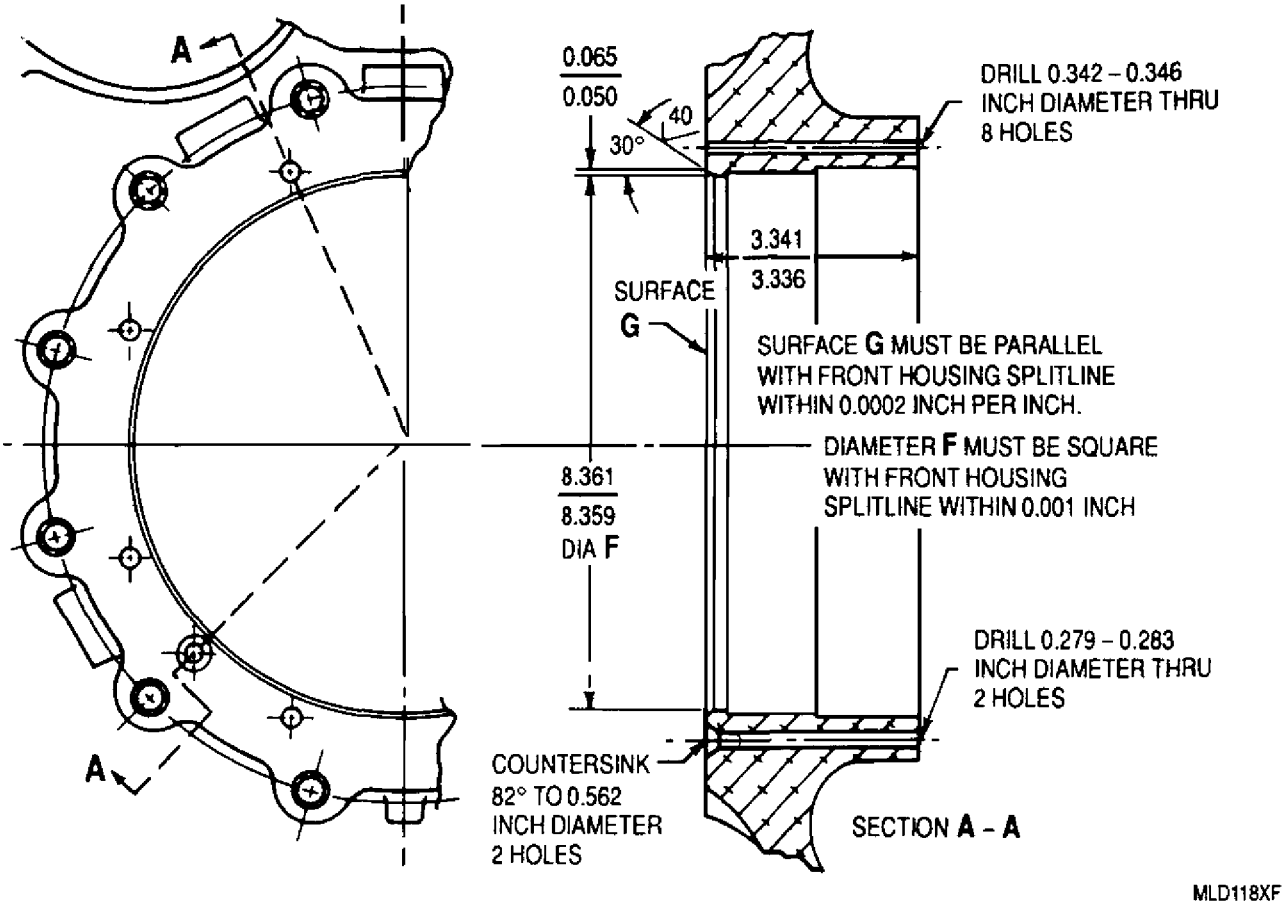

Figure 5. Front Housing Front Face − Corrosion Repair
13. Front Face − Corrosion Repair. (figure 5)
d. Machine Surface G to dimensions shown (figure 5).
e. Countersink the 0.279 − 0.283 in. holes to dimension shown (figure 5).